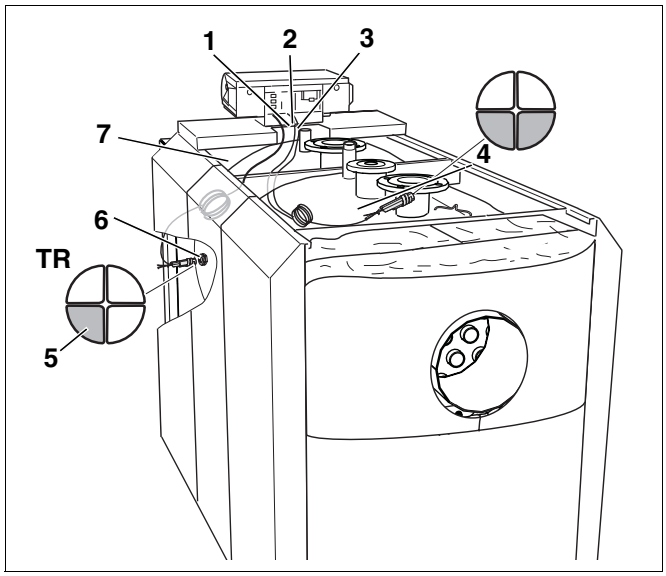

Рис. 37 Монтаж комплекта датчиков температуры на SE735
- Провести датчик системы управления Logamatic и капиллярный датчик предохранительного ограничителя температуры (рис. 37, **поз. 3**) с 2 заглушками на четверть круга под средней траверсой и вставить в точку замера на подающей линии котла (рис. 37, **поз. 4**).
- Првести датчик регулятора температуры (рис. 37, **поз. 5**) по корпусу котла сбоку к точке замера (рис. 37, **поз. 6**). Здесь используйте 3 заглушки на четверть круга. Регулятор температуры обозначен как "TR".
- Лишний кабель, капиллярные трубки и провод датчика смотать и уложить на теплоизоляцию корпуса котла (рис. 37, **поз. 2**).
- Кабель горелки провести через кабельный ввод передней крышки котла (рис. 37, **поз. 2**).
- Вставить капиллярный датчик предохранительного ограничителя температуры (рис. 37, **поз. 1**), датчик температуры на системе управления и датчик дополнительного модуля ZM 427 с одной заглушкой на четверть круга в точку замера на подающей линии котла (рис. 37, **поз. 4**).
- Провести датчик регулятора температуры (рис. 37, **поз. 5**) в точку замера на корпусе котла (рис. 37, **поз. 6**).